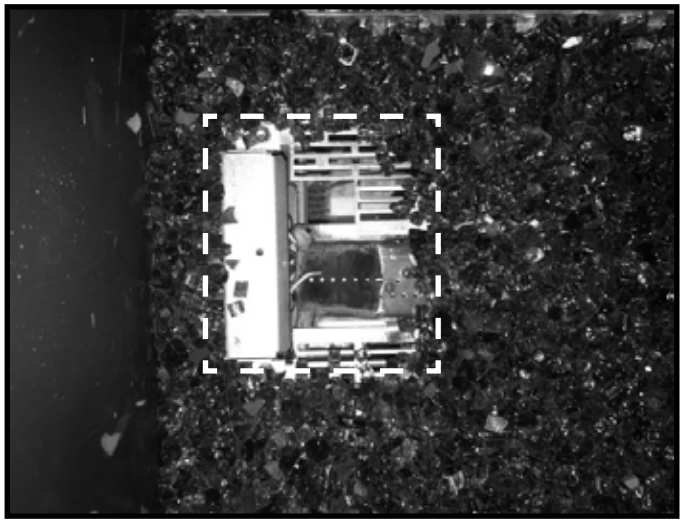
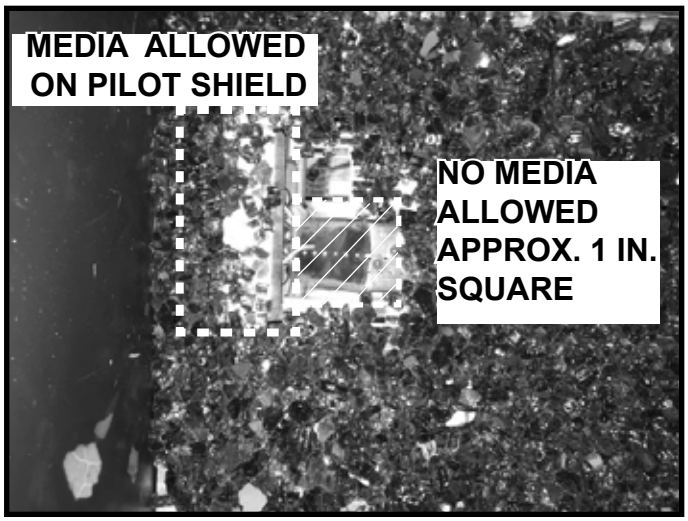

**Figure 4. Media Installed with Media Placement Jig Removed**
**Figure 5. Pilot Shield Media installation.**
6. Place the media set aside in Step 1 over the pilot shield and areas shown in Figure 4 uncovered by removing the media placement jig. See Figure 4. **DO NOT allow any media in the 1 inch area shown in Figure 5.**